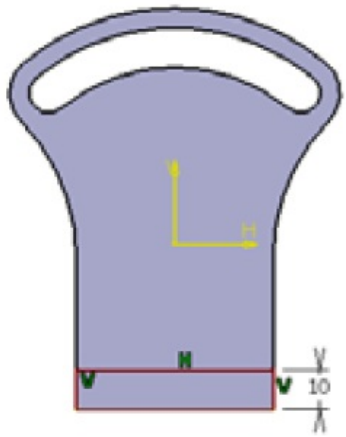

Figure 5-52 *Sketch of the third feature*
c. Create the third feature by extruding the rectangular sketch drawn on the front face of the base feature, refer to Figures 5-52 and 5-53.
2. Draw the sketch, as shown in Figure 5-52. The lower horizontal line in this sketch is drawn by projecting the bottom edge of the base feature. Exit the **Sketcher** workbench.